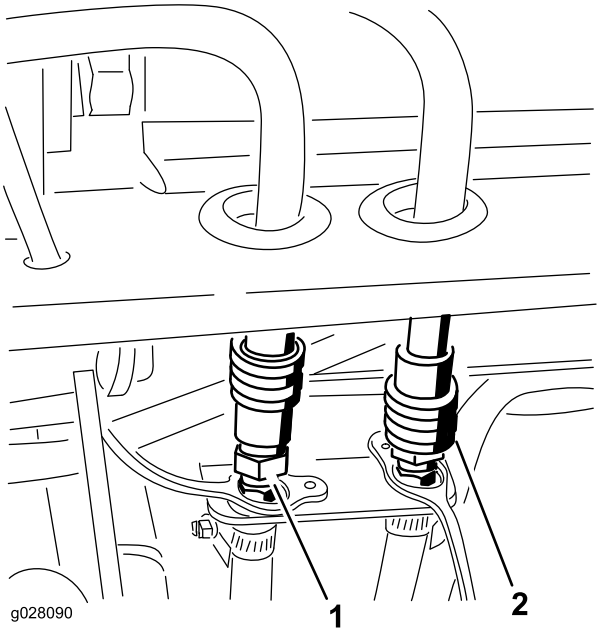

Figur 68
2. Tilslut førerhusets tryk- og returvarmerslanger til lynkoblingerne på bagstelsmonteringen (Figur 68).